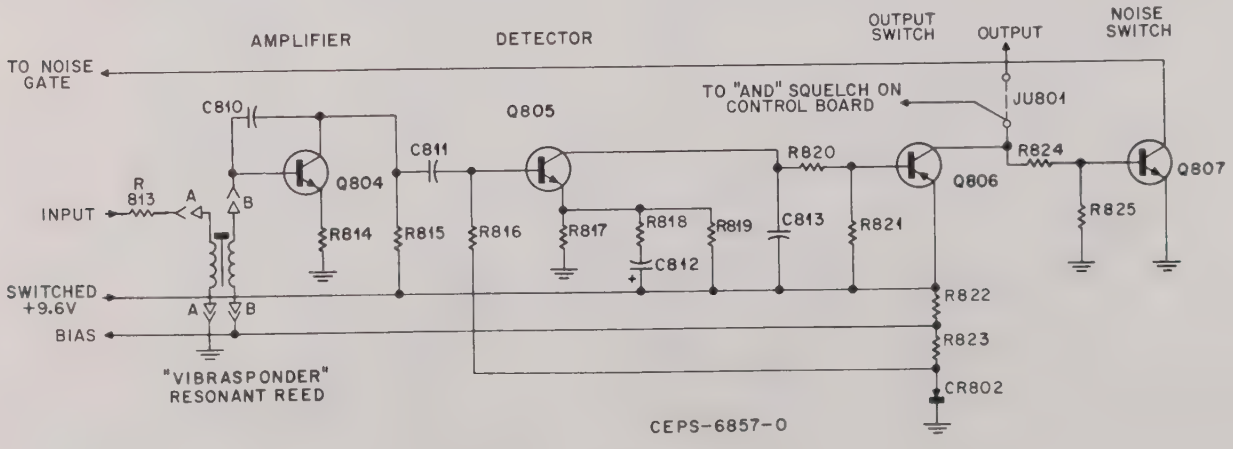

Figure 5. Output Circuit
e. Output Circuit (Refer to Figure 5)